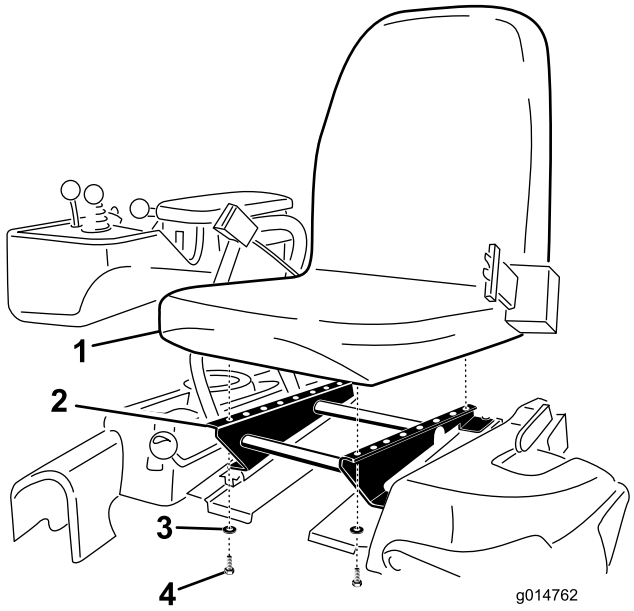

Figuur 4
3. Bevestig de stoel op de stoelbasis met behulp van de 4 bouten en ringen die u eerder hebt verwijderd (Figuur 4).